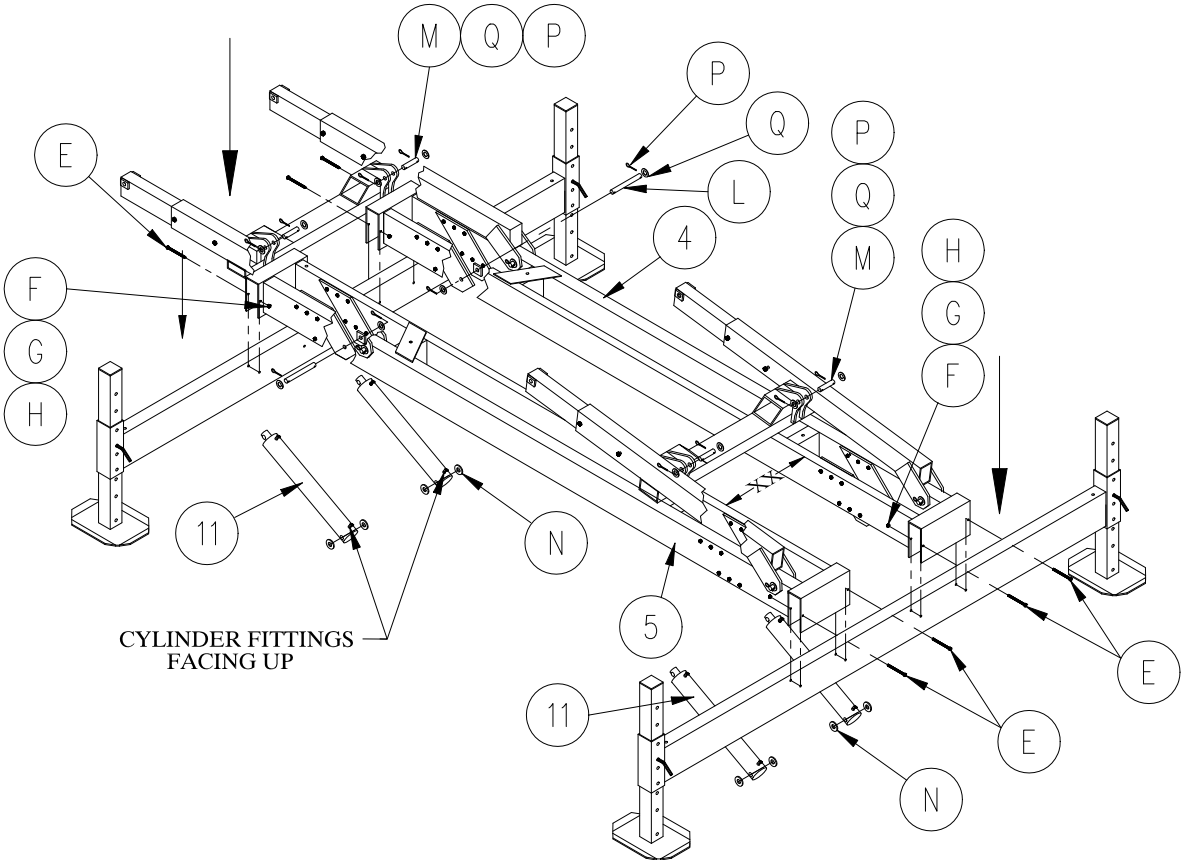

Figure 3-4.
1. **Refer to Figure 3-4.** Install the hydraulic cylinders (11) onto the main frame. Place the cylinders in position so that the hydraulic fittings are facing upward. Place the cylinders in position and insert pin (L) through only one cylinder support plate. Install flat washer (Q) between the cylinder and the cylinder support plate. Insert clevis pin through the cylinder body. Insert another flat washer (Q) between the cylinder and the other support plate.
1. **Refer to Figure 3-4.** Install left side main frame (4) and right side main frame (5) onto each leg assembly. Set left and right frames to a dimension of 37-1/2” inside frame as shown (XX) on figure 3-4.